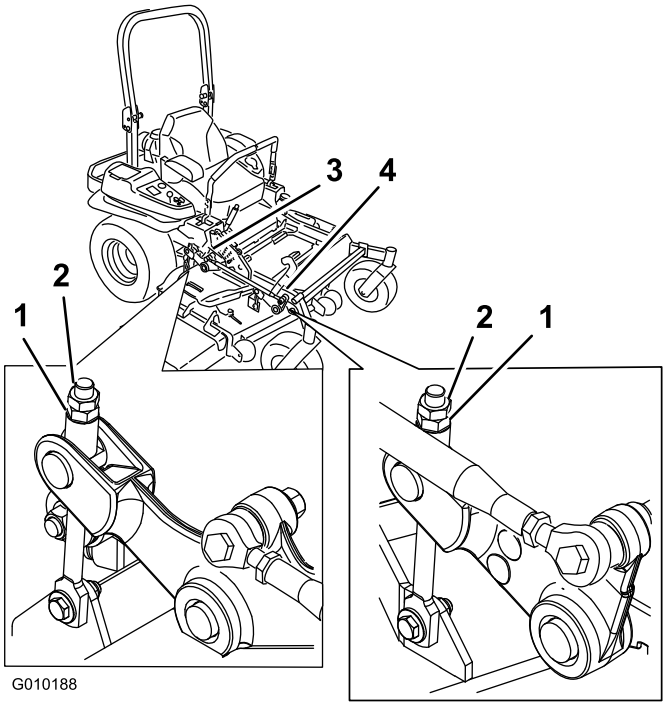

Figur 91
10. Finindstil justermøtrikken på forreste skjoldløfteenhed ved at dreje den (Figur 91).
16. Finindstil justermøtrikken på forreste skjoldløfteenhed ved at dreje den (Figur 91).